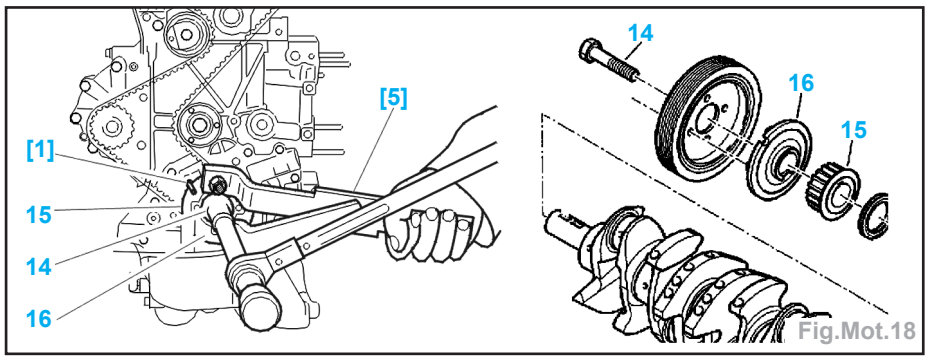

Fig.Mot.18
- immobiliser le vilebrequin, à l'aide de l'outil [5] (Fig.Mot.18),
- desserrer la vis (14) de façon à libérer le pignon (15) du vilebrequin,
- amener le flasque (16) au point de pigeage (a l'aide de l'outil [5]),
- serrer la vis (14) à 4 daN.m, puis effectuer un serrage angulaire de 53° ± 4 ° (à l'aide d'un outil genre **FACOM D.360**),
- les carters de distribution (4) et (3),
- la poulie de vilebrequin (2).
- Serrer les 4 vis (1) à 2 daN.m.